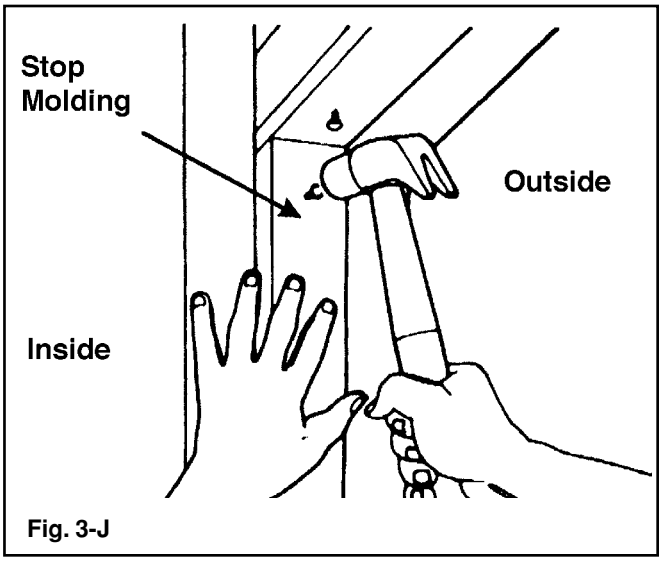

Fig. 3-J
Step 2: Door stop molding for wood jambs should be temporarily nailed to the edges of the jambs flush with the inside. (FIG. 3-J) Since steel jambs require the door to be 2" [51 mm] wider than the opening, no stop molding is required. Stop molding featuring a built in weather seal is offered as an option.